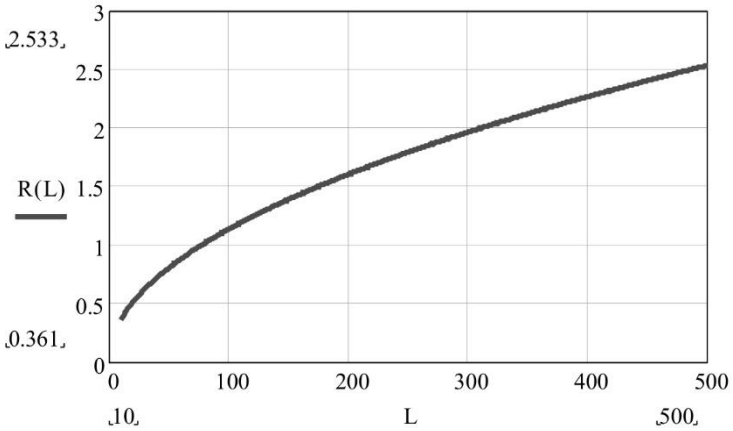

Рис. 4.3
4.4 Максимальная ширина ЧЗ на открытом участке зависит от угла наклона вектора поляризации антенн (угла наклона блоков) и расстояния между БПРД и БПРМ, определяется для угла наклона по ориентировочному графику ориентировочному графику (см. рис. 4.3) при L (в метрах) равном половине расстояния между БПРД и БПРМ. Ширина ЧЗ на конкретном отрезке определяется по тому же графику, но при L равном удвоенному расстоянию до ближайшего блока.
Примечания: 1) ширина ЧЗ увеличивается к середине и уменьшается при приближении к блокам; 2) ширина ЗО зависит от ориентации БПРД и БПРМ, расстояния до отражающих предметов (заграждений, стен зданий и т. п.) и установленных порогов и может быть как меньше, так и больше приведенной на рис. 4.3.; 3) Все размеры по умолчанию приводятся в метрах.